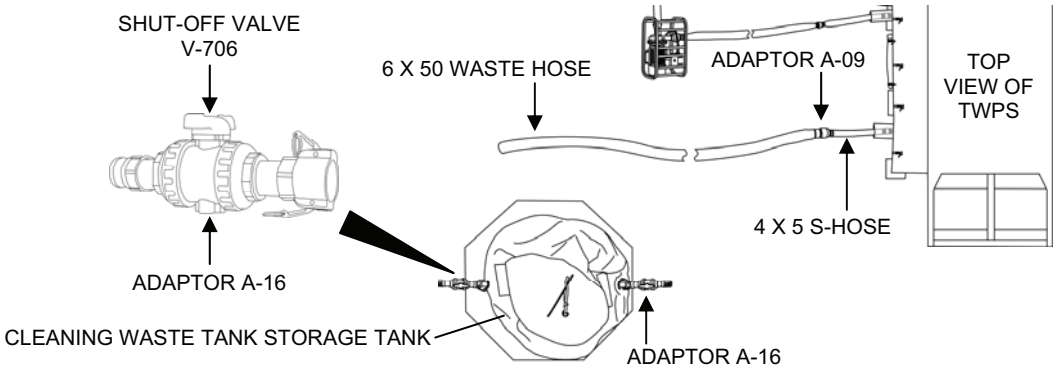

Figure 1. Cleaning Waste Tank Set-Up.
1. Set up the cleaning waste storage tank if needed as follows (Figure 1):